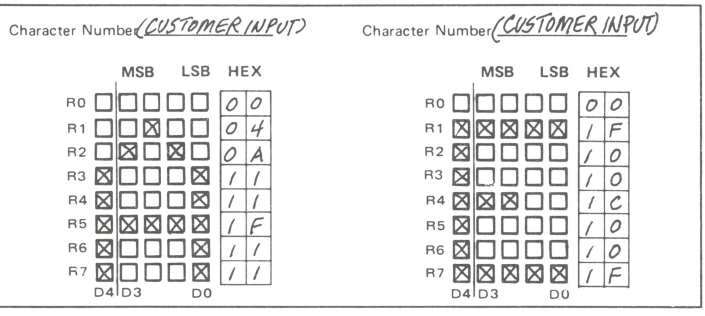

FIGURE 2 – FORMAT FOR PROGRAMMING GENERAL OPTIONS
5. Information should be submitted on an organizational data form such as that shown in Figure 2.